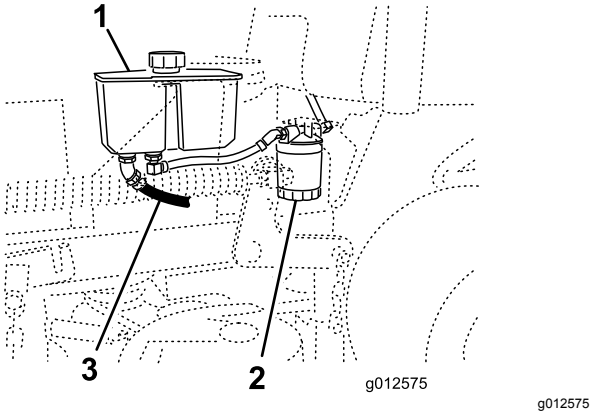

Figur 72
4. Find forreste hydraulikslange under hydrauliktanken, og placer dræningsbakken under tanken (Figur 72).